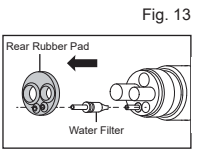

Fig. 14
5) Take out the rubber pad, then take out the water filter with tweezers, clean the dirt with 3-way syringe or replace a new water filter (Fig. 14).